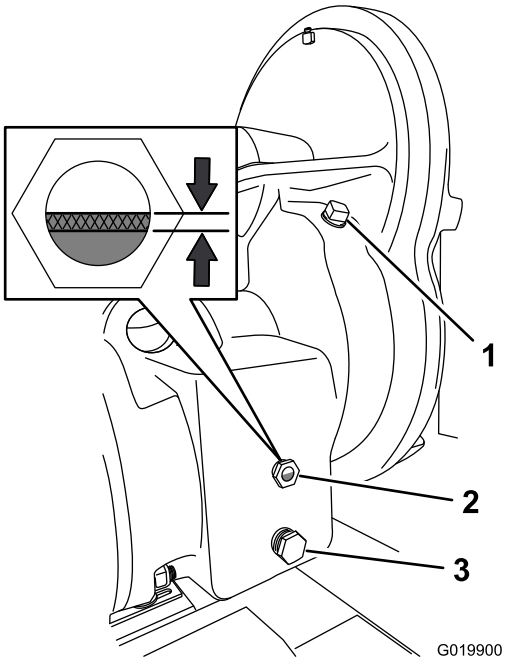

Figure 67
2. At the right side of the gear case, examine the oil level in the sight glass (Figure 67).
A. Remove the fill plug from the fill port in the housing of the gear case (Figure 67).
B. Slowly add the specified oil into the fill port until the oil level is between 1/3 and 1/2 of the sight glass (Figure 67).
E. Install the plug into the fill port in the housing (Figure 67).
1. Align a drain pan with a 3-quart capacity under the drain plug (Figure 67).
2. Remove the drain plug from the drain port, and completely drain the gear-case oil (Figure 67).
3. Remove the fill plug (Figure 67).
5. Install the drain plug in the drain port (Figure 67).
6. Slowly add the specified oil into the fill port until the oil level is between 1/3 and 1/2 of the sight glass (Figure 67).
7. Install the fill plug in the fill port (Figure 67).